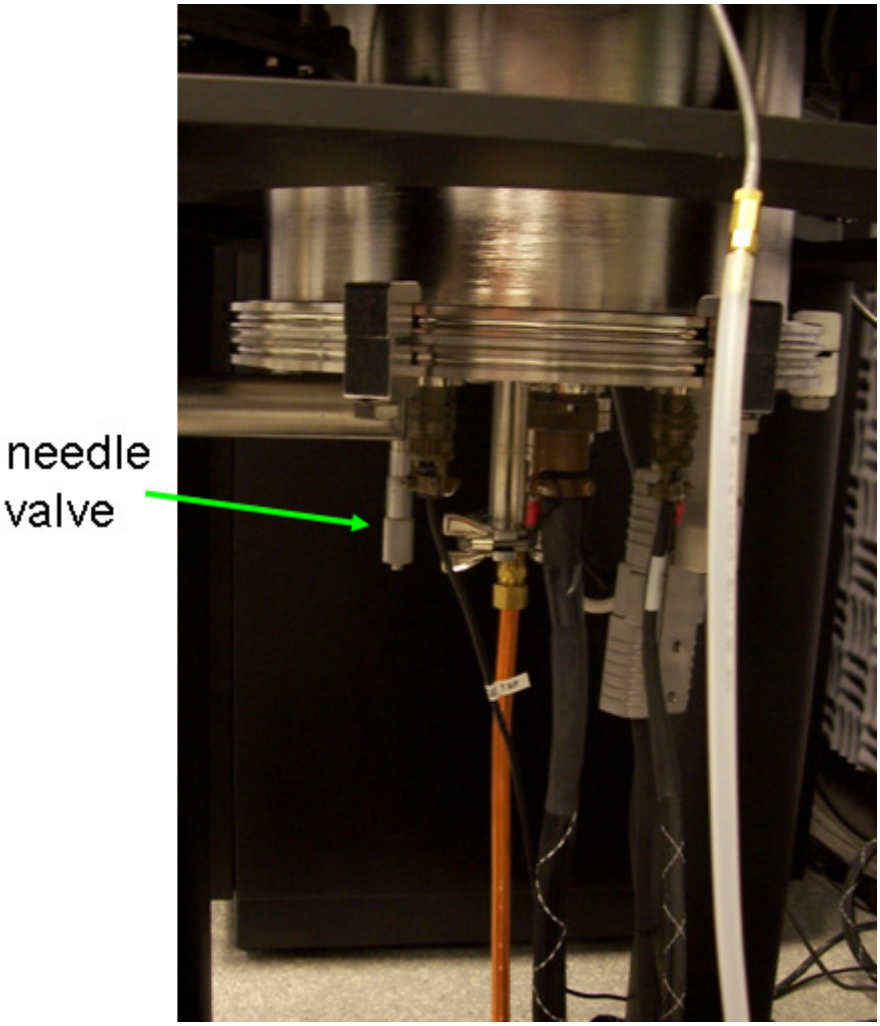

FIG. 2. Bottom of probe station vacuum chamber showing position of needle valve.
5. Open up the needle valve located underneath the probe station two turns from its closed position (see Fig. 2). This will allow the sample stage temperature to remain higher than the magnet temperature during cooldown to avoid condensation on the sample.